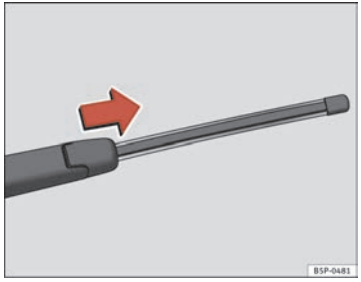

Fig. 170 Remove rear window wiper blade
– Lift the wiper arm away from the glass ⇒ page 238, fig. 170.
– Slide the blade adapter in the direction of the arrow and remove the blade ⇒ page 238, fig. 170.